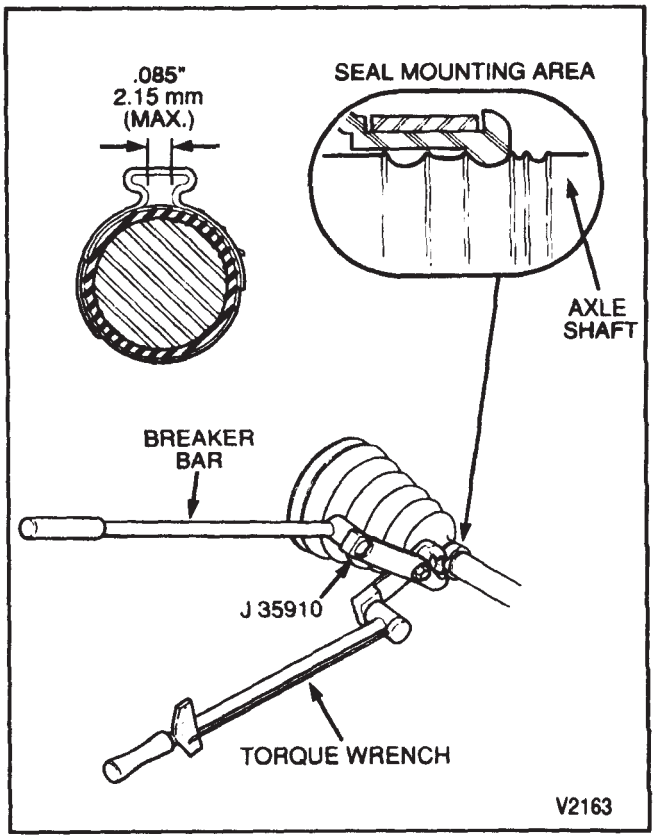

Figure 46—Installing the Small Retaining Clamp
- Small boot clamp to 136 N·m (100 ft. lbs.) (figure 46).
- Clamp ear gap dimension (figure 46).